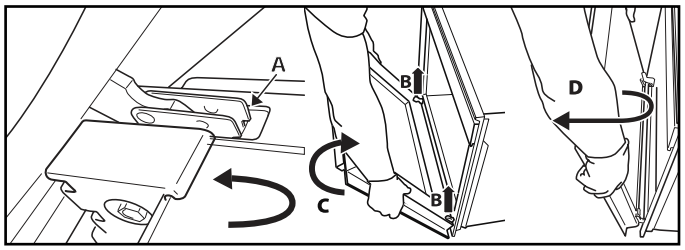

Fig. 2
3. Sluit de deur tot de blokkering (A), til hem op (B) en draai hem (C) tot de deur loshaakt (D) (*Fig. 2*).